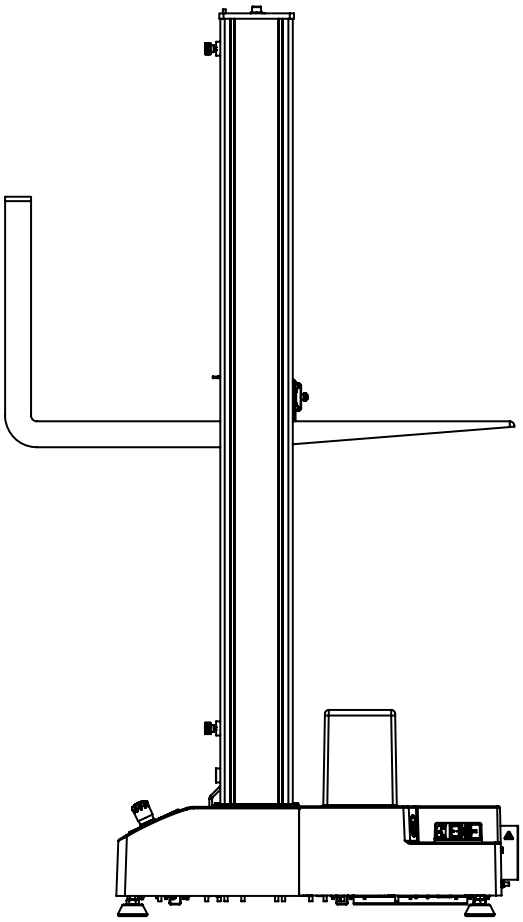

図 10. クロスヘッドからフレームを持ち上げる
2. フォークにパッドを当てて、あるいはクロスヘッドを保護材で包み、フォークリフトを使用して、コラム間のクロスヘッドの下に、注意してフォークを差し込みます。58 ページの図 10 を参照してください。